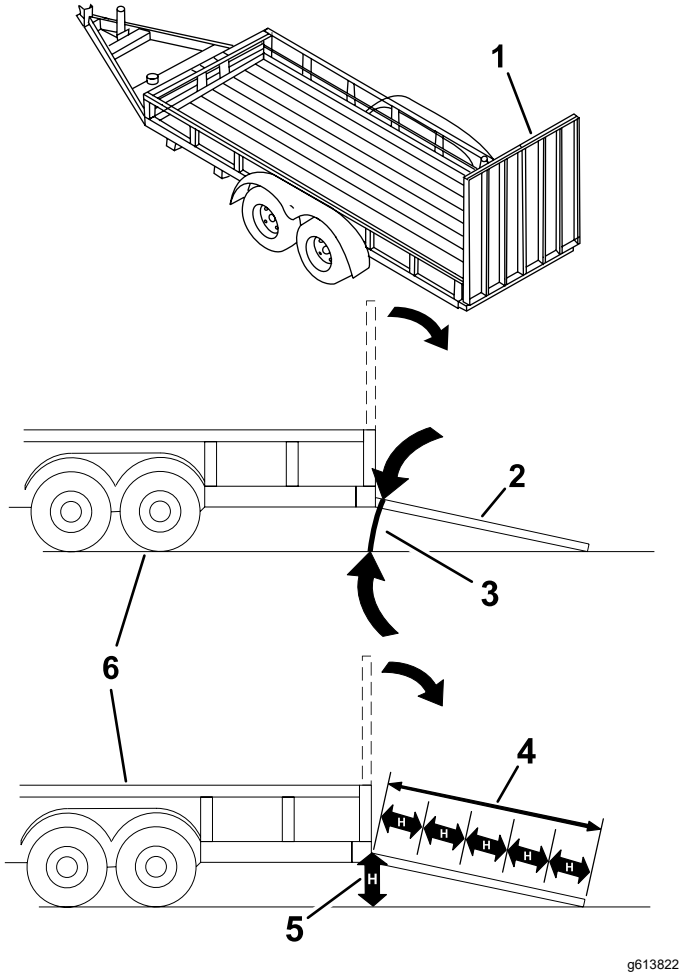

Figura 35
El cargar la máquina en un remolque o un camión aumenta la posibilidad de un vuelco y podría causar lesiones graves o la muerte (Figura 35).
3. Baje la rampa (Figura 35).